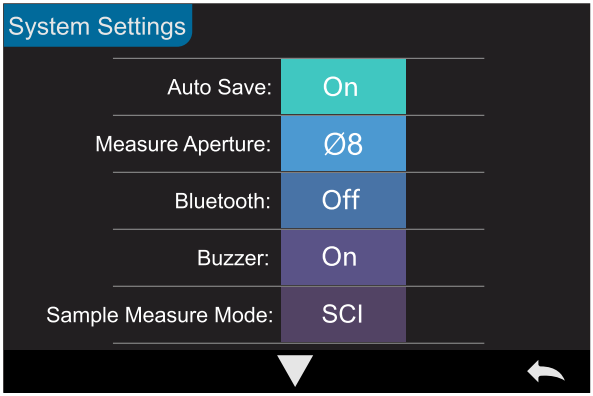
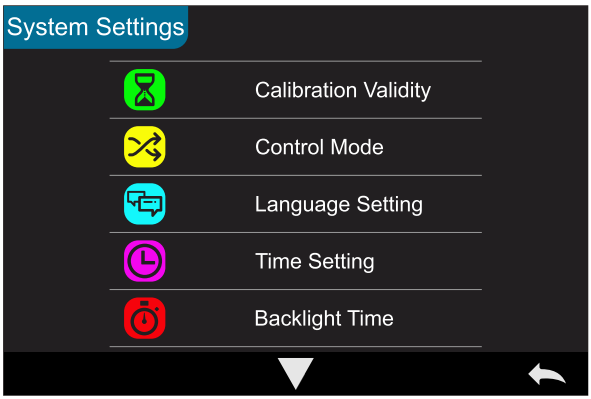
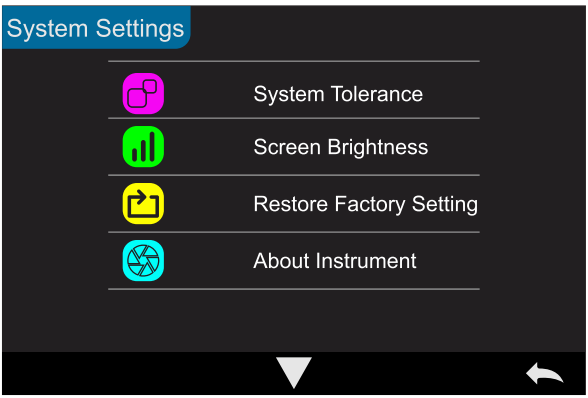

Figure 44 System Settings
Figure 45 System Settings
Figure 46 System Settings
In the main menu, click “System Setting” as shown in Figure 44, Figure 45 and Figure 46.
Step 3: Switch the default system measurement aperture to correspond with the actual measurement aperture. As shown in Figure 44, the current measurement aperture is Φ8mm. After switching the measurement aperture, you have to re-calibrate the instrument according to part 2.2.